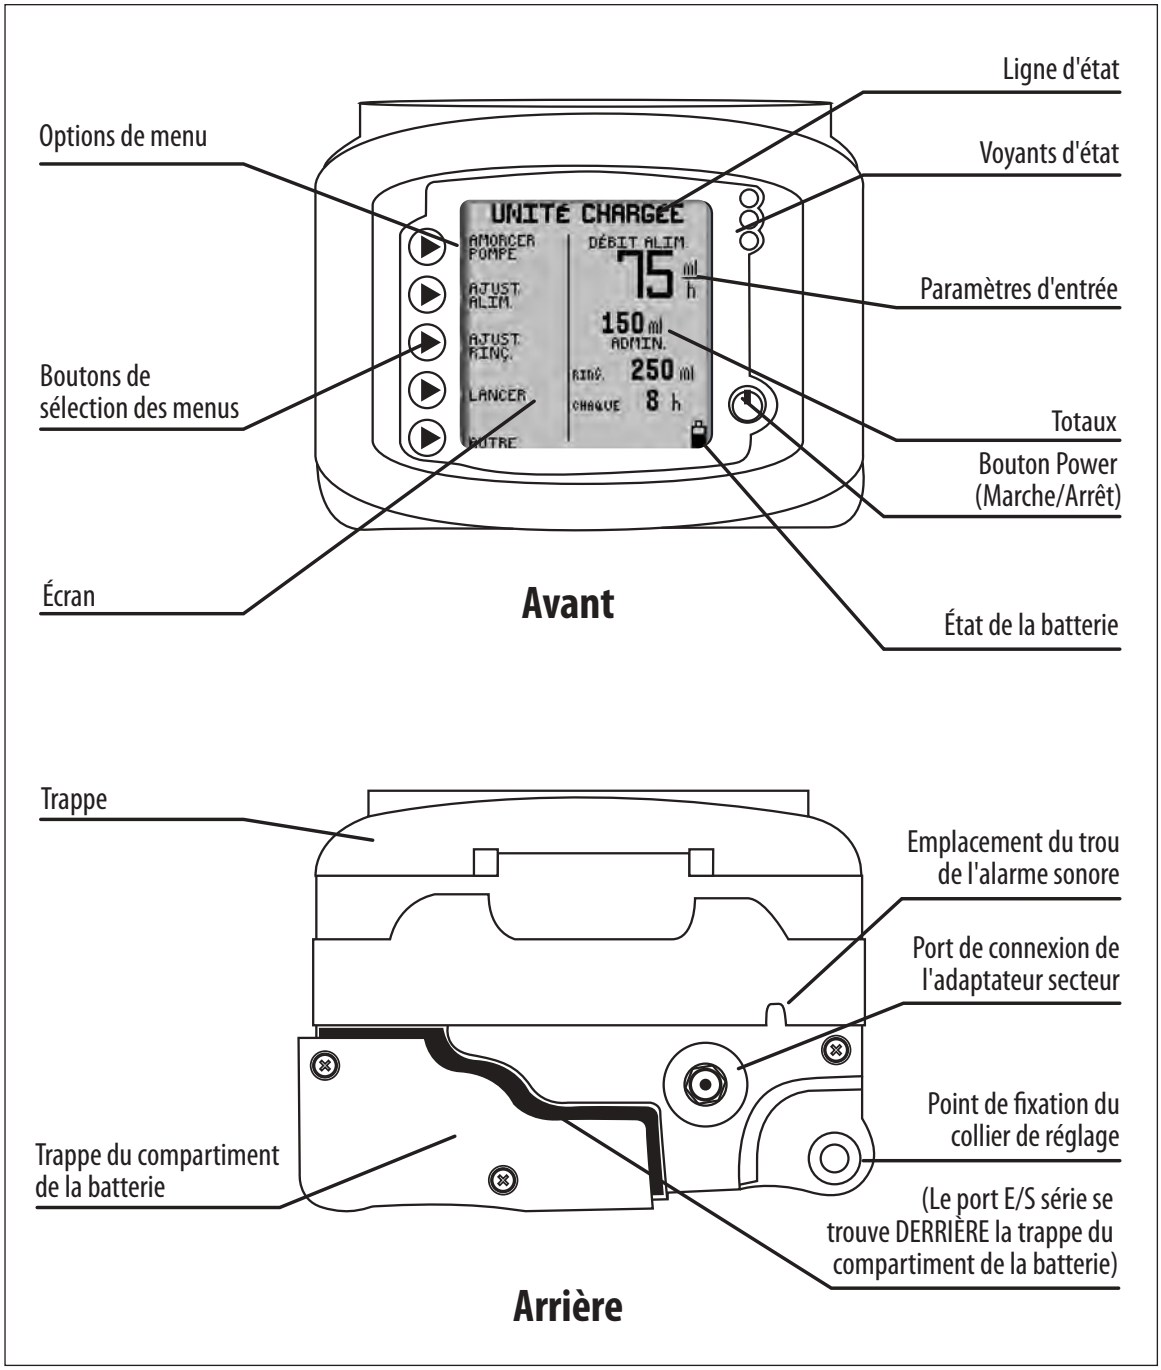

Figure 1A. Caractéristiques de la nutripompe et pompe de rinçage Kangaroo™ Joey, vues avant et arrière.
13. **Avertissement :** Le port E/S série (voir Figure 1A) ne doit être utilisé que par le fabricant ou un réparateur qualifié.
Brancher l'adaptateur secteur c.a. (réf. 383491) dans le port d'alimentation situé à l'arrière de la pompe. Voir la Figure 1A pour localiser le port d'alimentation sur la pompe.